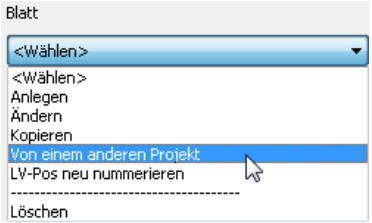

Bild 18.49 – Ein Blatt von einem anderen Projekt kopieren
- Wechseln Sie im *Zielprojekt* zur gewünschten Anlage – hier *MSR-Technik, Kellerzentrale, Lüftung, Eingangshalle EG* – und rufen Sie aus dem Listenfeld *Blatt* die Funktion *Von einem anderen Projekt* auf (Abb. 18.49).